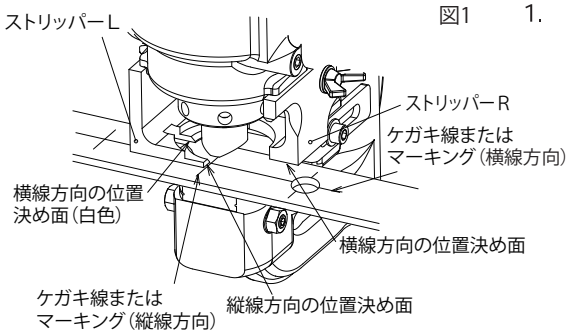

図1
1. 穴あけする位置に十文字の「ケガキ線または、マーキング」をします。（図1参照）